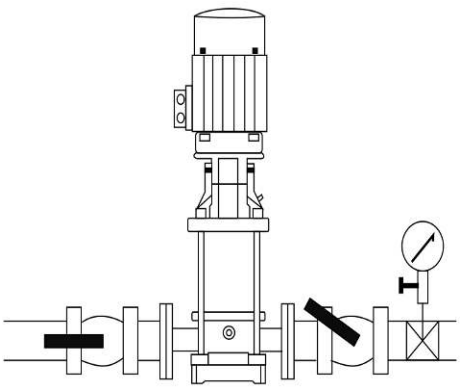

Рисунок 4
4. Постепенно открывая задвижку на выходном трубопроводе, отрегулируйте поток воды в соответствии с необходимым Вам, руководствуясь показаниями манометра (смотрите рисунок 4 ниже).